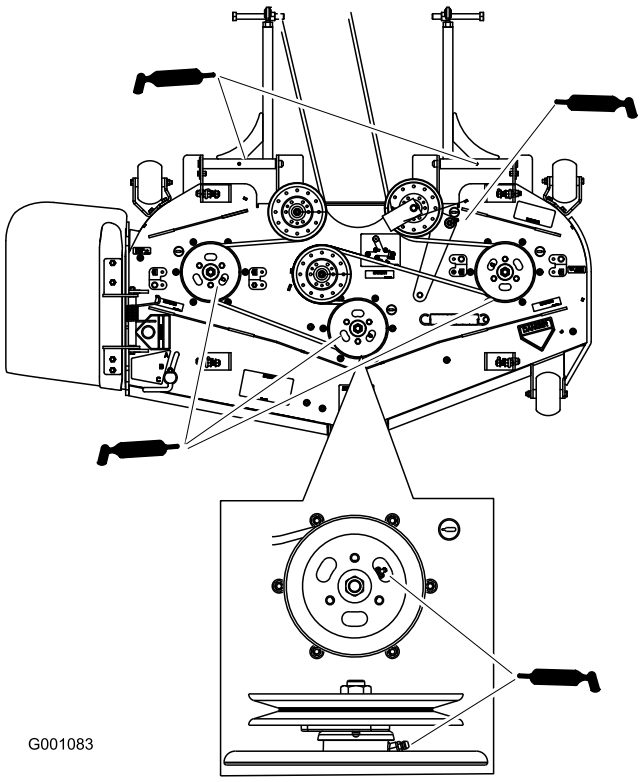

Figuur 30
4. Smeer de drie aslagers onder de poelies totdat er vet bij de onderste afdichtingen naar buiten komt (Figuur 30).
5. Pomp vet in de arm van de spanpoelie op het maaidek (Figuur 30).
6. Pomp vet in de smeernippels op de duwarmen (Figuur 30).